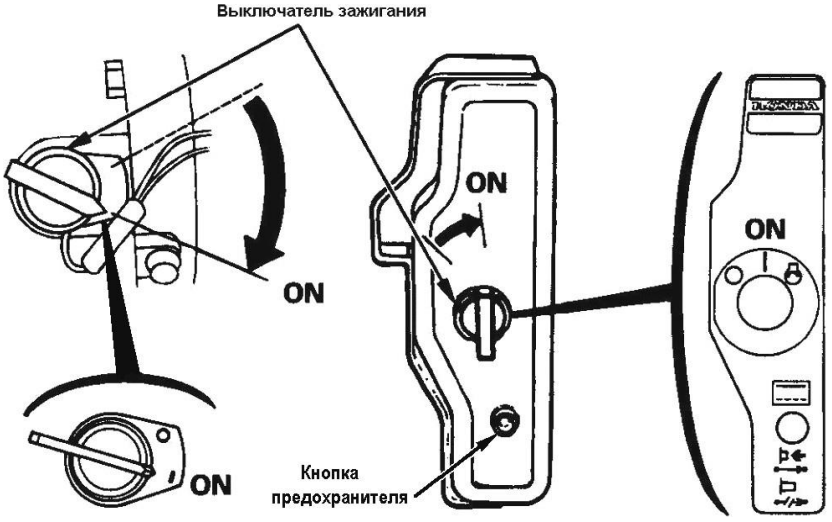

Рисунок 6 – Выключатель зажигания в положении "ON" ("Включено")
Индикатор зеленого цвета внутри предохранителя указывает на срабатывание предохранителя и прерывание цепи заряда. Если это произошло, определите причину прерывания и устраните ее до повторного включения. Для повторного включения следует нажать на кнопку предохранителя (рисунок 6).
- установите выключатель зажигания в положение "ON" ("Включено") (рисунок 6);